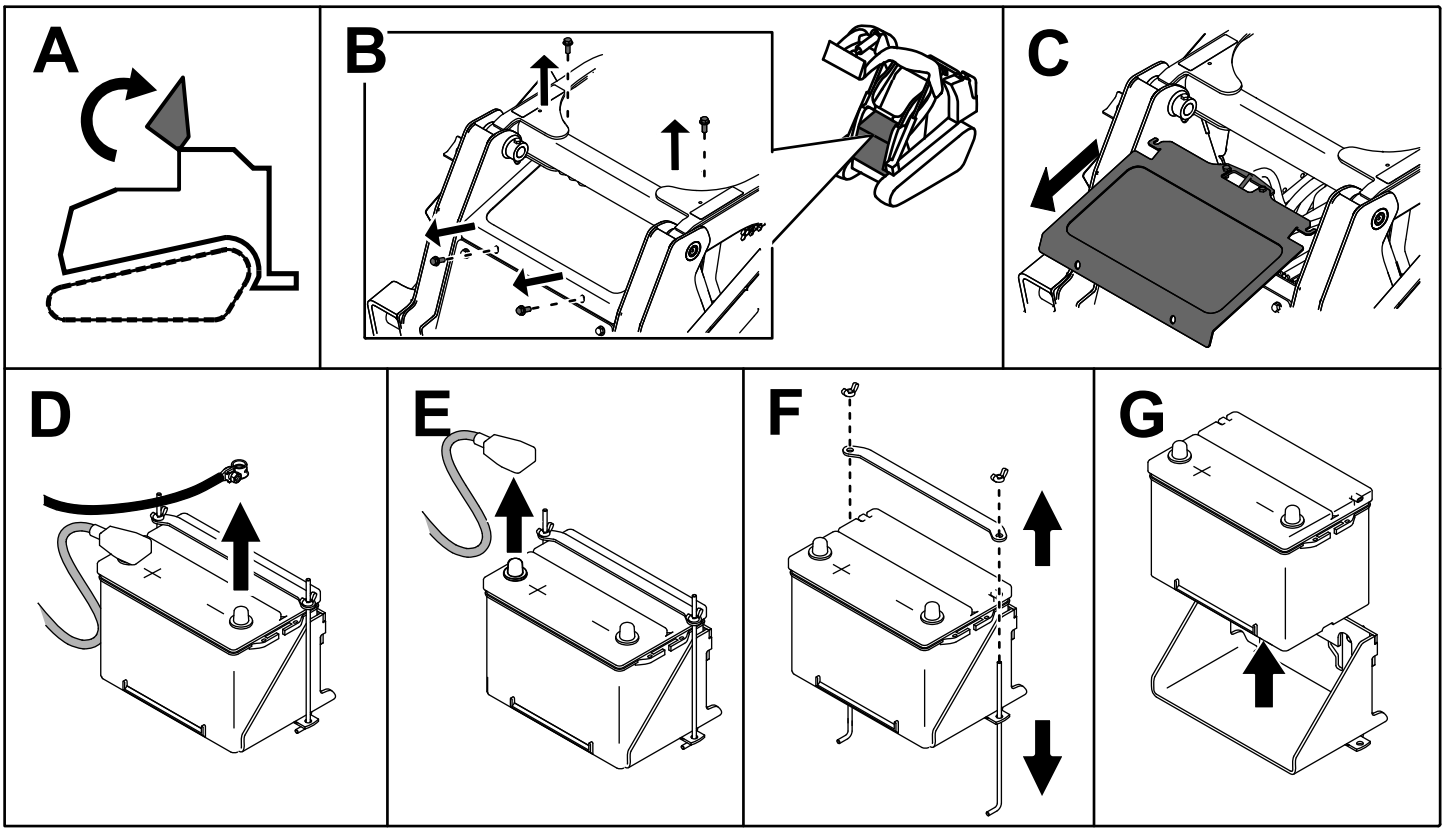

Рисунок 49
3. Снимите аккумулятор, как показано на Рисунок 49.